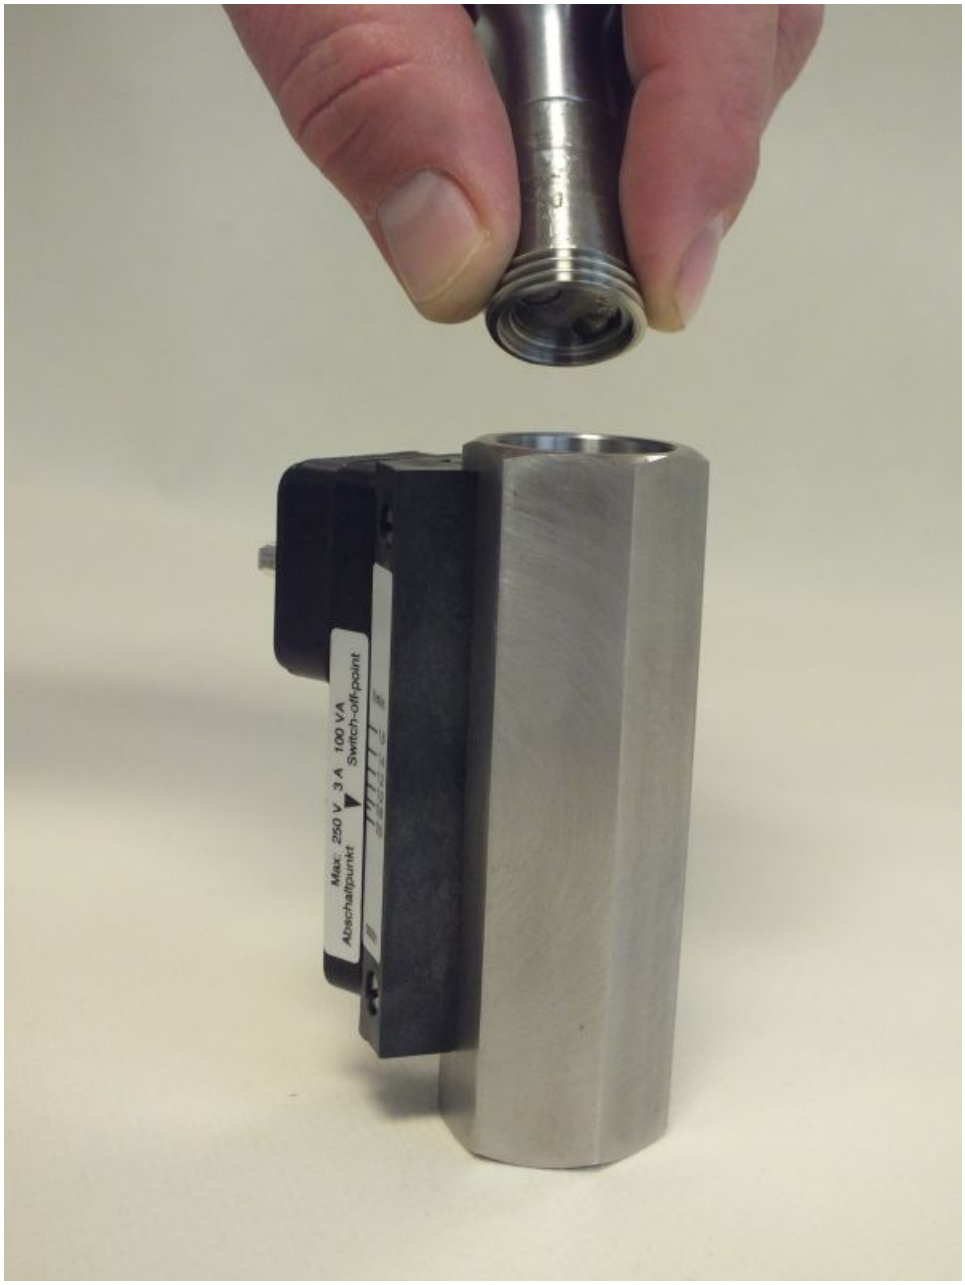

Fig. 54: Insert threaded ring (outlet)
8. Insert the threaded ring (outlet) into the device body (outlet (*Fig. 54*)